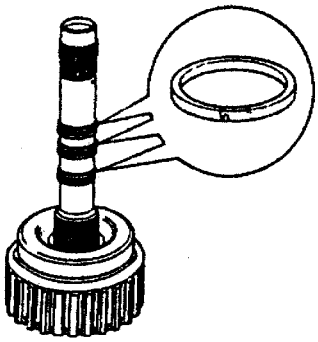

图 3－59
(17) 如图 3－60 所示，装入第 3 和 4 档离合器 K3，将密封圈 1 装入槽内（图中箭头所示）。装入最后的摩擦片（测量过），装入波纹形垫图。
(18) 如图 3－61 所示，装入第 1～第 3 档离合器 K1。